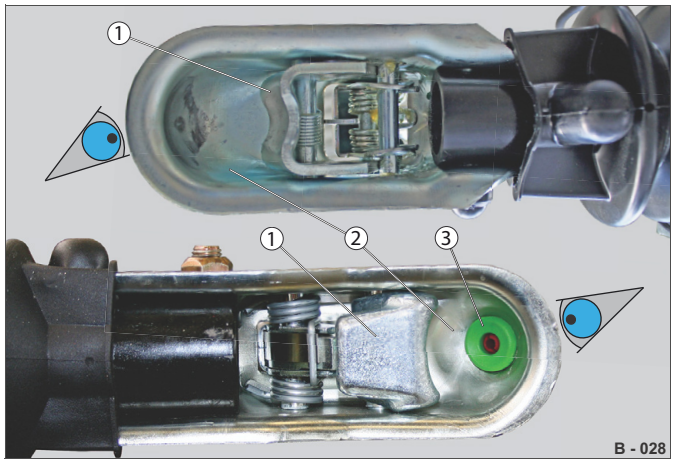

Abb. 6 Příklad: Spojovací zařízení typu koule zespodu
▶ Pravidelně kontrolujte stav pláště spojky (Abb. 6/1) a kaloty (Abb. 6/2).